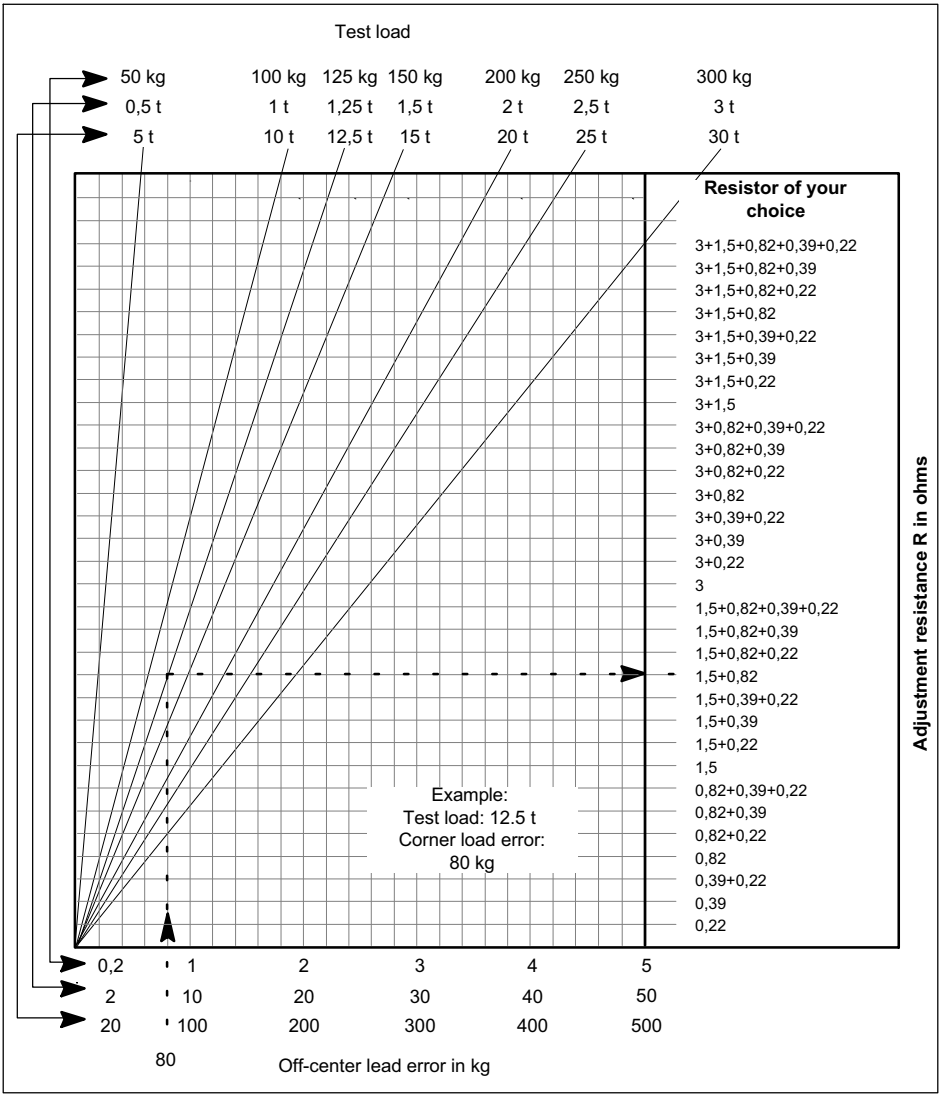

Fig. 10.2 Off-center load compensation for for 350 Ω load cells (for 700 Ω load cells, the established value must be doubled)
- The diagram (*Fig. 10.2*) is graduated in 7 test load ranges. Select the test loads used (12.5 t in the example) in the relevant line. Starting from the calculated off-center load error difference on the X-axis, look for the intersection with the test load and then, on the Y-axis, read off the resistance and the most suitable combination. The resistance values here apply for 350 Ω load cells (see the table in the lid of the VKK...).
In our example, load cell 3 has a corner load error of 80 kg, which produces an adjustment resistance of 1.5 + 0.82 Ω (shown in *Fig. 10.2*).
Fig. 10.3 Alternative method for procedure as in Fig. 10.2 (the dividing points are shown), see table in lid; (For 700 Ω load cells, the established value must be doubled.)